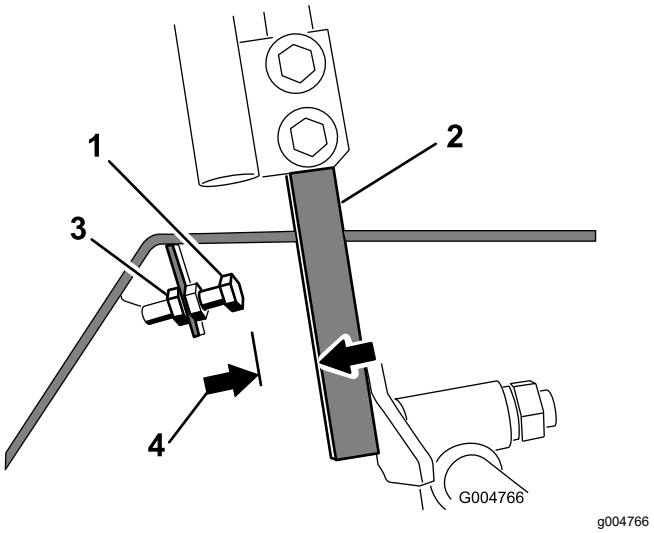

Figur 55
4. Lossa kontramuttern på stoppbulten för ett rörelsereglage (Figur 55).